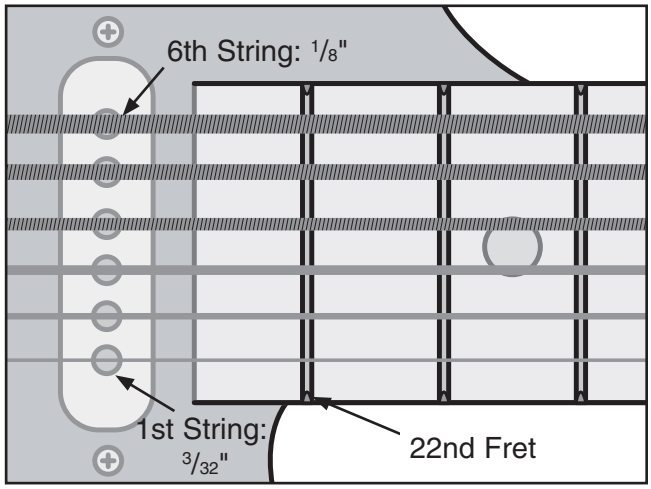

Figure 34. String heights over the pickup.
1. Measure the height of the 1st and 6th strings at the pickup while the strings are "fretted" at the 22nd fret (see **Figure 34**).